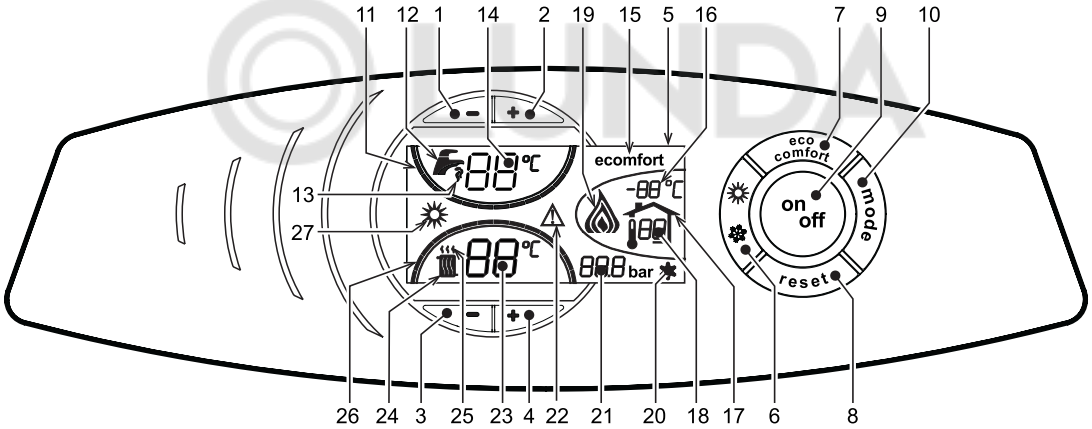

рис. 1 - Панель управления
О поступлении команды на включение отопления (от комнатного термостата или от пульта ДУ) предупреждает мигание индикатора теплого воздуха, над радиатором (поз. 25 - рис. 1).
Индексные метки с подсветкой системы отопления (поз. 26 - рис. 1) зажигаются по мере приближения измеряемой датчиком температуры к заданному значению.
О поступлении команды включения котла на нагрев бойлера, генерируемой при остывании воды в бойлере, предупреждает мигание соответствующего индикатора (поз. 13 - рис. 1). Убедитесь, что функция Comfort включена (поз.15 - рис. 1)
Индексные метки с подсветкой системы ГВС (поз. 11 - рис. 1) зажигаются по мере приближения измеряемой датчиком температуры к заданному значению.
При включенной системе нагрева воды в бойлере (заводская установка) на дисплее отображается символ режима COMFORT (поз. 15 - рис. 1); наоборот, если система нагрева выключена, на дисплее высвечивается символ режима ECO (поз. 15 - рис. 1)
Бойлер может быть выключен пользователем (режим ECO) путем нажатия кнопки eco comfort (поз. 7 - рис. 1).
Для включения режима COMFORT снова нажмите клавишу eco comfort (поз. 7 - рис. 1).
Нажмите клавишу (on/off) (поз. 9 - рис. 1) в течение 1 секунды.
Для повторного включения котла вновь нажмите клавишу (on/off) (поз. 9 рис. 1) в течение 1 секунды.
- Нажмите кнопку ВКЛ/ВЫКЛ (поз.9 - рис. 1)
Нажмите клавишу (поз. 6 - рис. 1) в течение 1 секунды.
На дисплее высвечивается символ «Лето» (поз. 27 - рис. 1). При этом котел будет работать только на контур ГВС. Система защиты от замерзания остается активной.
Для переключения в режим «Зима» вновь нажмите клавишу (дет. 6 - рис. 1) в течение 1 секунды.
Температура в системе отопления регулируется в пределах от 30 °C до 90 °C с помощью клавиш (поз. 3 и 4 рис. 1); однако, не рекомендуется эксплуатировать котел при температуре ниже 45 °C.
Температура воды в бойлере ГВС регулируется в пределах от 10°C до 65°C с помощью клавиш (поз. 1 и 2 - рис. 1).
При наличии датчика уличной температуры (опция) на дисплее панели управления (поз. 5 - рис. 1) отображается измеряемая этим датчиком температура. При этом система управления котлом работает в погодозависимом режиме. В этом режиме температура воды, подаваемой в систему отопления, регулируется в зависимости от уличной температуры с тем, чтобы обеспечить максимальный комфорт и экономию энергетических ресурсов в течение всего отопительного сезона. Так, при повышении уличной температуры понижается температура подачи воды в систему отопления, что производится по установленной «кривой компенсации».